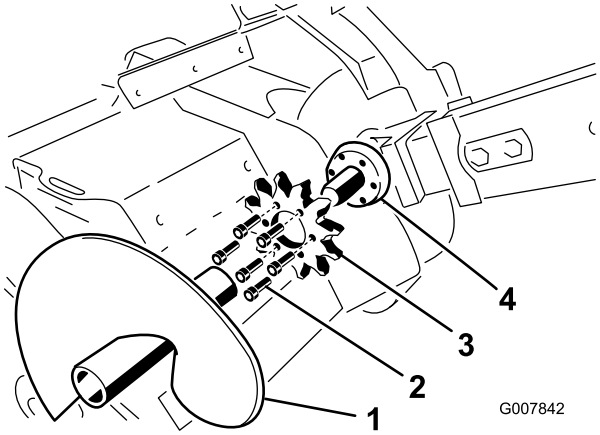

Figur 61
3. Ta bort matarskruven (Figur 61).
8. Lossa de sex bultar som fäster drevet (Figur 61).
9. Ta bort och kasta drevet (Figur 61).
10. Rengör drevets fästyta på dikesgrävaren (Figur 61).
11. Skjut på det nya drevet på axeln (Figur 61).
12. Gänga fast och dra åt de sex bultarna i drevet med fingrarna (Figur 61).